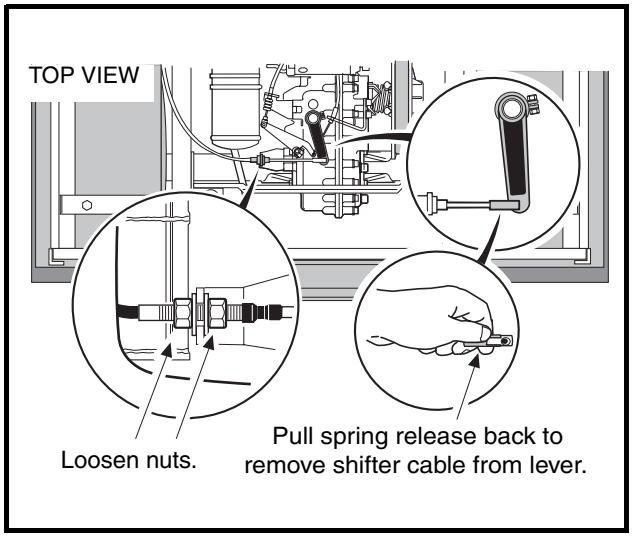

Figure 16-15 Shifter Cable
4.7. Loosen nuts securing shifter cable to shifter cable mounting bracket. Then disconnect the shifter cable rod end from the shifter arm on the unitized transaxle and remove the cable from the cable mounting bracket **(Figure 16-15, Page 16-9)**.